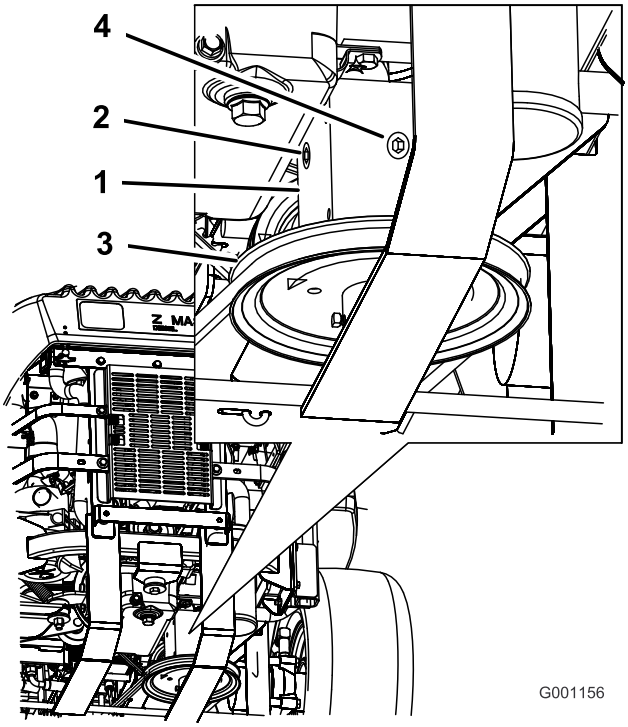

**Figuur 53**
4. Verwijder de plug aan de zij- of achterkant van de tandwielkast (Figuur 53).